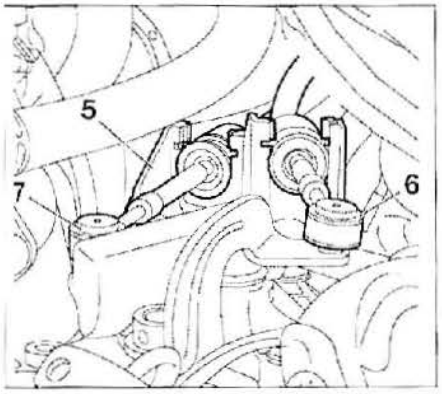

FIG. 2
- Separar los mandos de velocidades (6) y (7) con el extractor de rótulas ref. 9040-TG2 **(fig. 2)**.
- Desmontar el soporte de los mandos de velocidades (5).